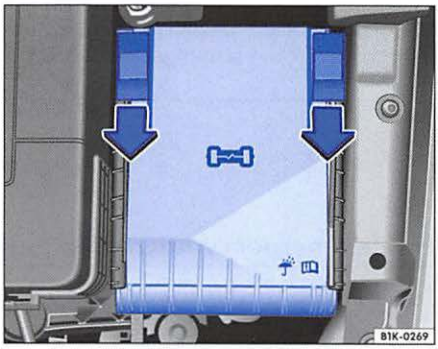

Fig. 33 In the engine compartment: cover of fuse box B
– Push the lock buttons forward in the direction of the arrow to release the fuse box cover ⇒ fig. 33.